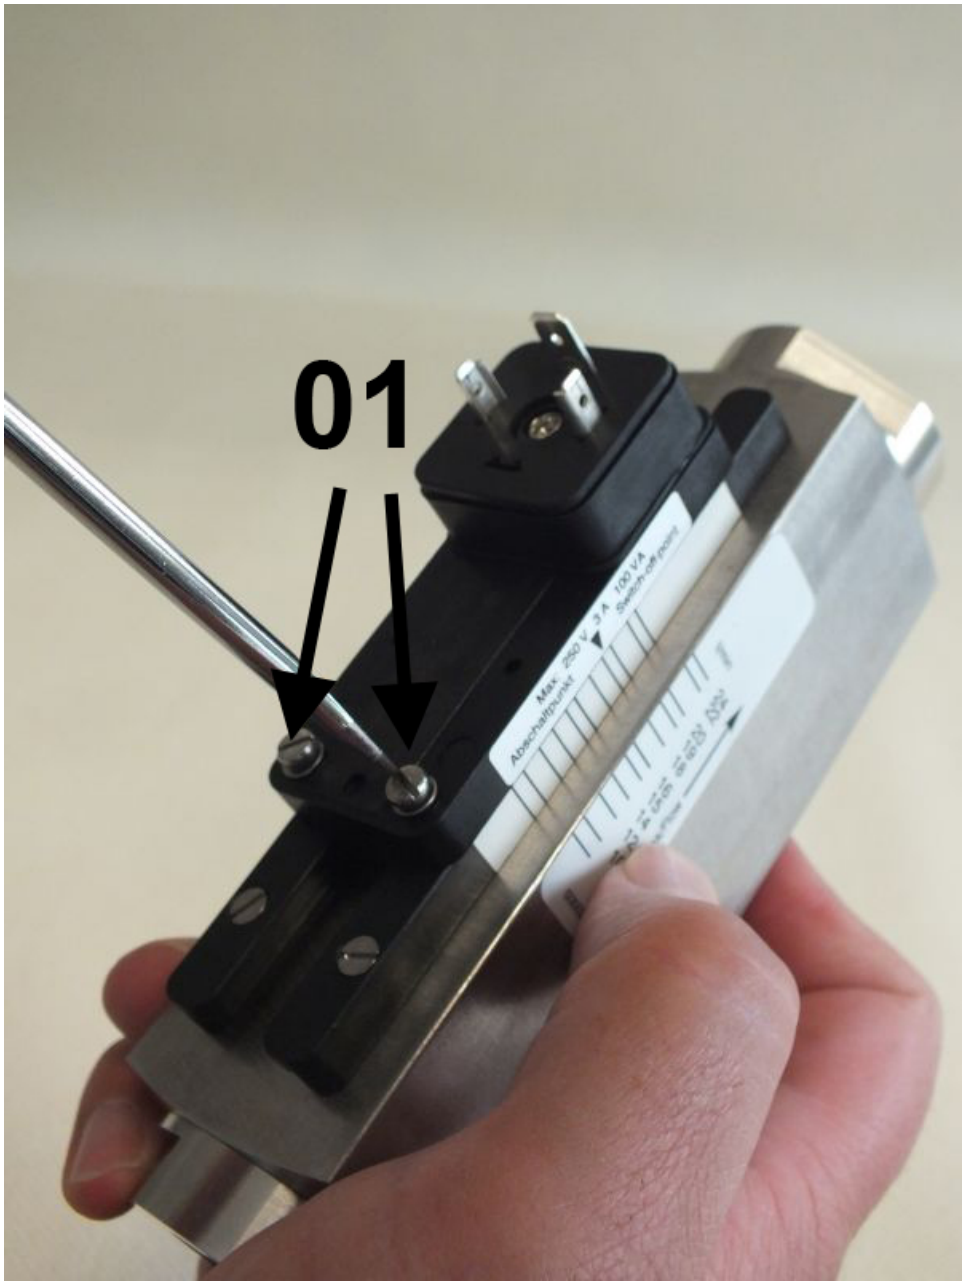

Fig. 68: Loosen set screws
3. Using a flat-bladed screwdriver (*Fig. 68*/01) loosen the set screws of the switch contact until it moves freely
11. Tighten the set screws (*Fig. 68*/01) observing the proper tightening torque of the screws (➦ *Chapter 11.1 "Tightening torque" on page 96*)